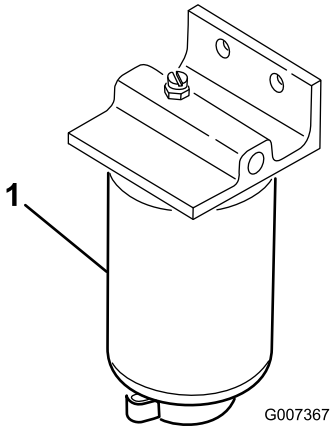

Figur 52
Tøm vandudskilleren for vand og andre urenheder (Figur 52) dagligt.
2. Løsn aftapningsproppen i bunden af filterdåsen (Figur 52).